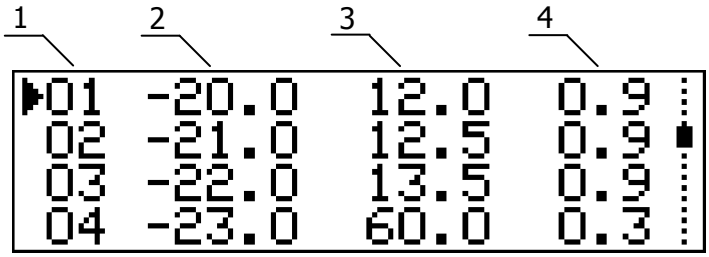

Рисунок 14 — Журнал измерения
2.7.3 Для просмотра журнала (рисунок 14):